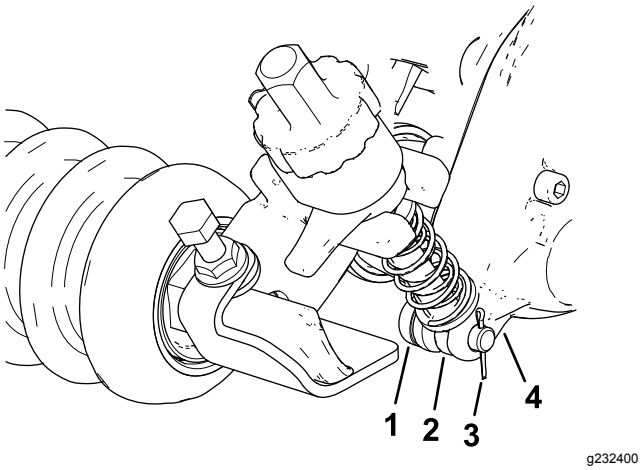

Rysunek 11
2. Po lewej stronie wsuń pręt ramienia regulatora wspornika wysokości cięcia w szczelinę między oczkami w przekładni napędu urządzenia pielęgnującego i zamocuj go za pomocą sworznia regulatora i zawleczki w sposób przedstawiony na Rysunek 11.